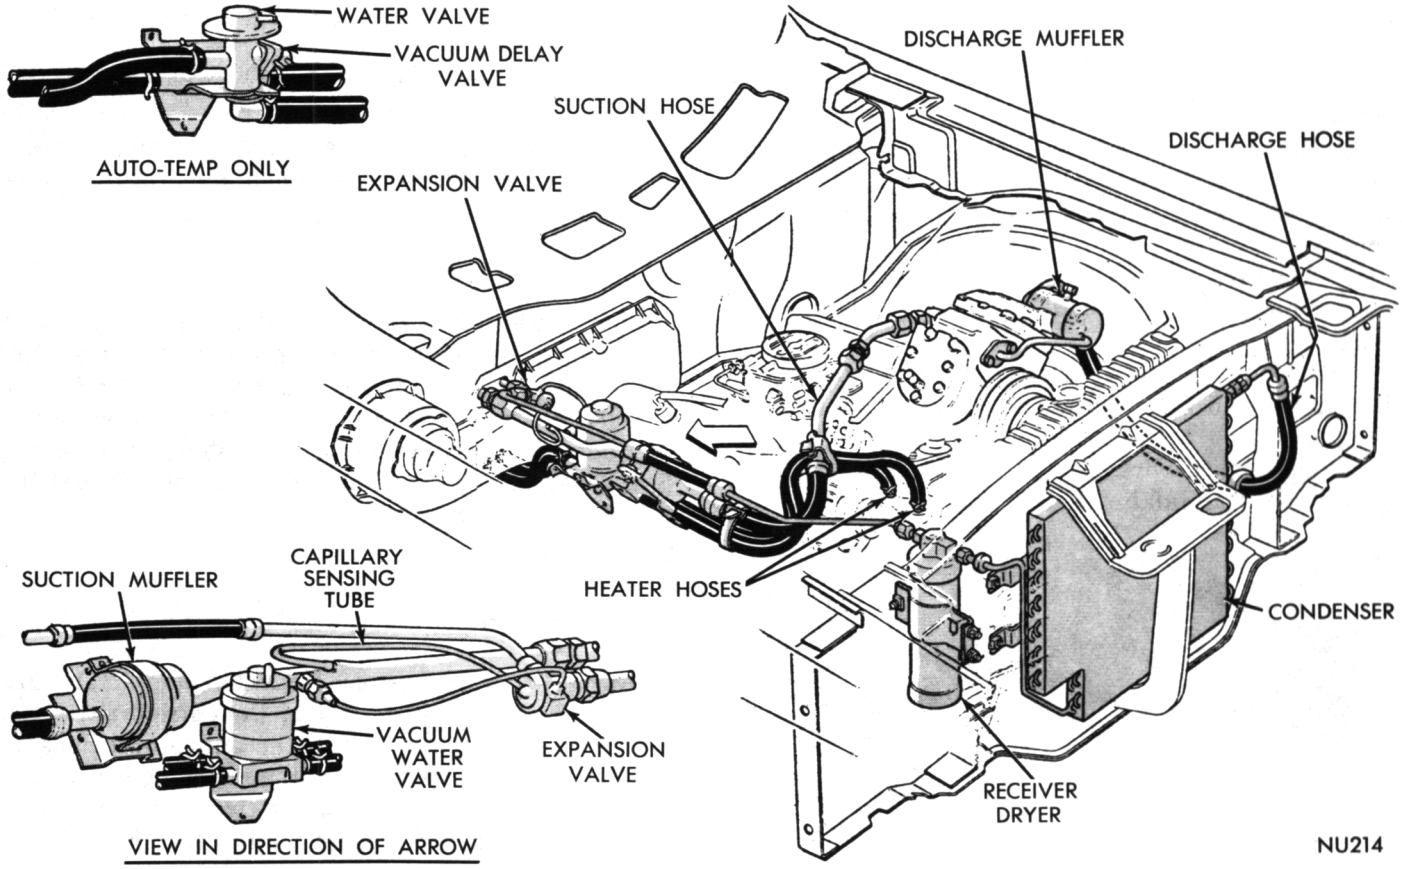

Fig. 68—Air Conditioning and Heater Plumbing (383 and 440 Cu. In. Engines) Fury and VIP
(1) Disconnect negative battery cable, drain cooling system, remove air cleaner and disconnect heater hoses. Plug both core tubes to prevent spilling coolant when unit is removed (Fig. 68).